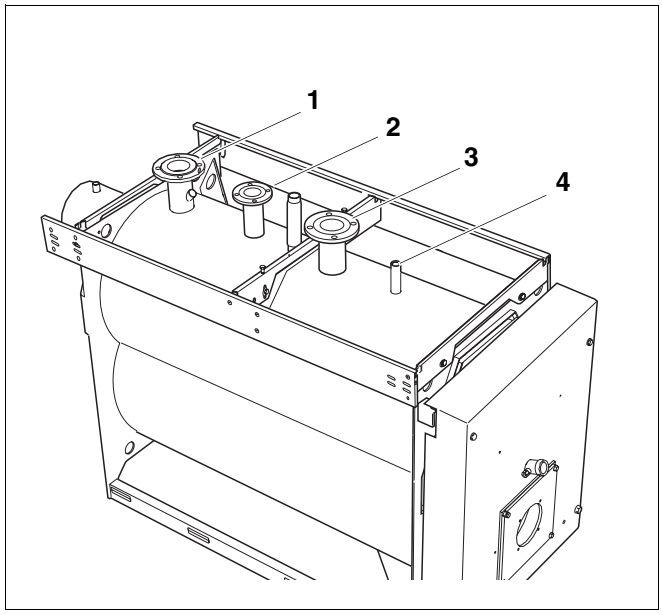

Rys. 21 Kocioł grzewczy Logano S735
- Przyłączyć przewód zasilania instalacji grzewczej do przewidzianego w tym celu przyłącza na kotle grzewczym (rys. 21, **poz. 1**).
w wyniku podłączenia niewłaściwych komponentów do układu zasilania obiegu bezpieczeństwa (rys. 21, **poz. 2**).
- Do układu zasilania obiegu bezpieczeństwa nie wolno podłączać zasobnikowych podgrzewaczy wody lub innego obiegu grzewczego (rys. 21, **poz. 2**).
- Zamontować zawór bezpieczeństwa na przyłączu zasilania obiegu bezpieczeństwa (VSL) – (rys. 21, **poz. 2**) przy pomocy 4 śrub.
- Przyłączyć armaturę do przewidzianego w tym celu przyłącza (rys. 21, **poz. 4**). Przed wykonaniem zapoznać się z osobną instrukcją montażu.